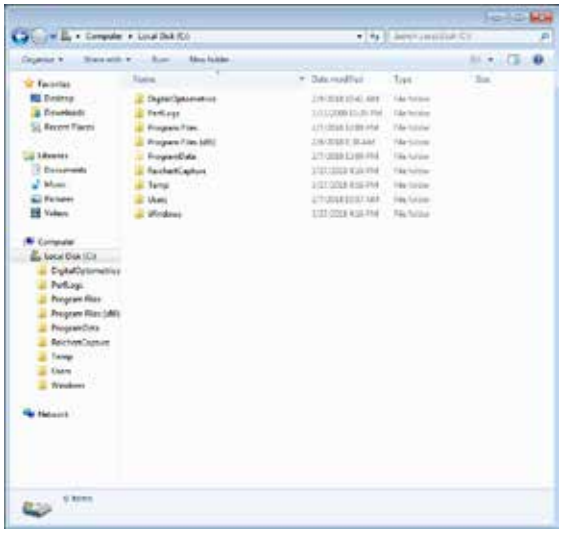

Figure IS-7, Program Directory
7. The ReichertCapture directory is installed onto the C:\ directory (if the default is selected) or to the directory specified by the installer. Refer to Figure IS-7.